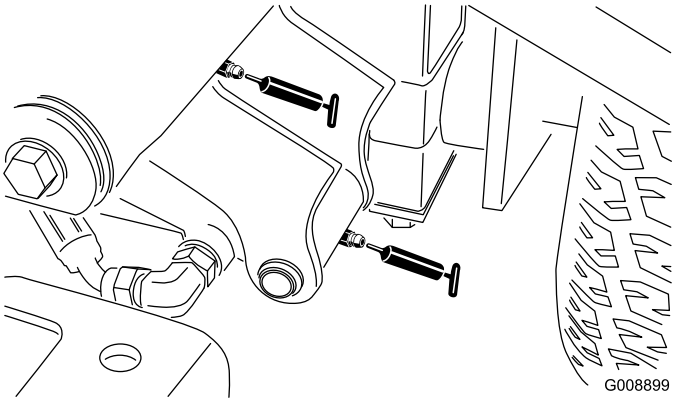

Figur 41
- Forreste venstre løftearms drejetap og løftecylinder (2) (Figur 41)